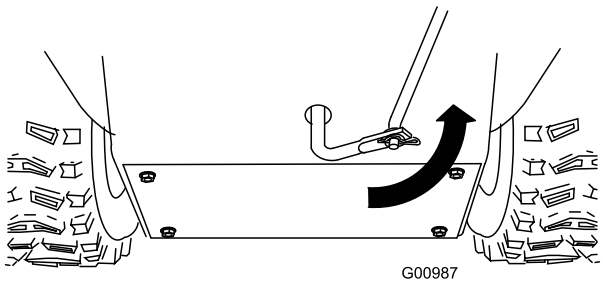

Figur 13
5. Vrid den nedre länkarmen helt uppåt (motsols) (Figur 13).